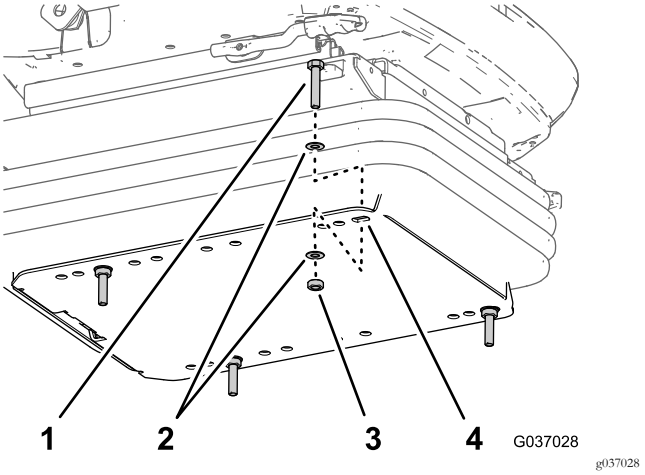

図 14
2. ボトムプレートの穴図 14ステップ1で見つけたものに、キャップスクリュ8 x 40mm4本、ワッシャ8 x 17mm8枚、プレーンナット8mm4個を取り付ける。